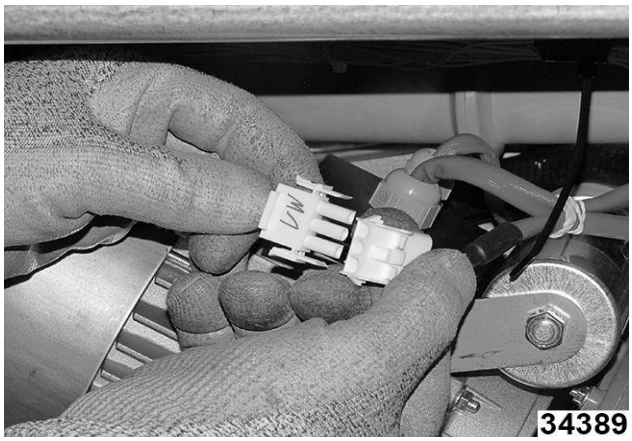

Fig. 130
3. Desconecte el arnés de cables de la bomba de lavado. (Fig. 130)